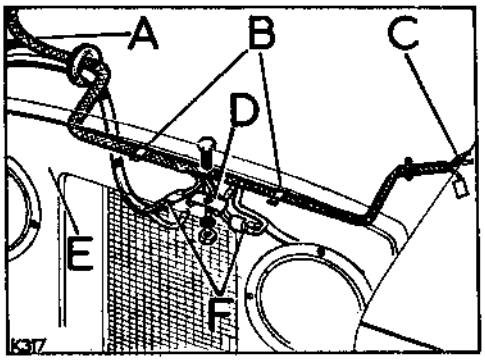

**Fig. A2-9. Front lamps electrical leads**
2. Refit the electrical leads through the grille panel grommets and make the electrical connections at the snap connectors and earth terminal, referring to Fig. A2-9 and the appropriate circuit diagram, if necessary, in Section N.